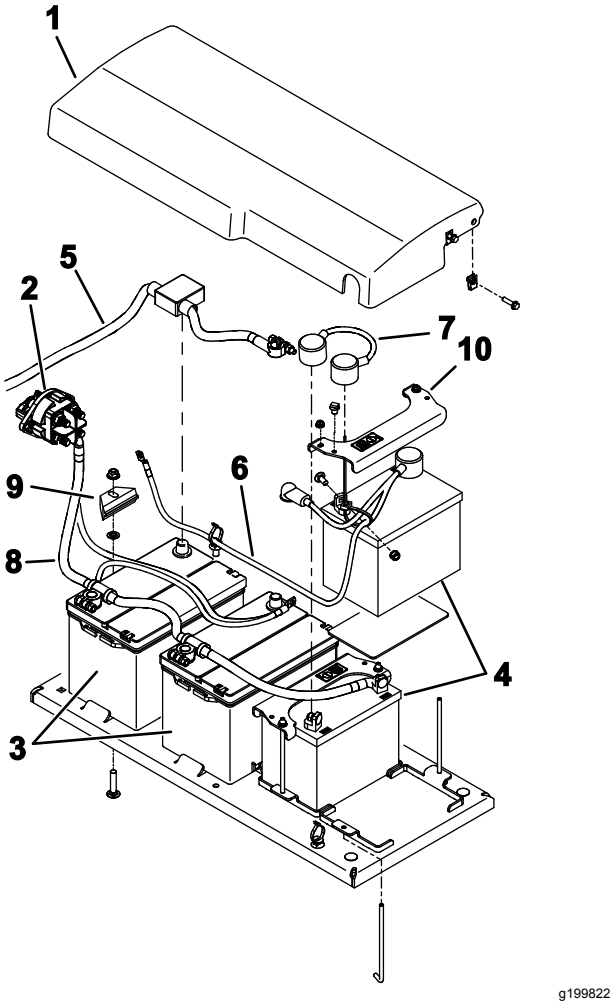

Figur 103
6. Ta bort fästelementen som fäster batterikåpan på maskinen och ta sedan bort skyddet (Figur 103).
9. Ta försiktigt bort batterierna från maskinen (Figur 103).
1. Fäst batterierna med låsfästena (Figur 103).